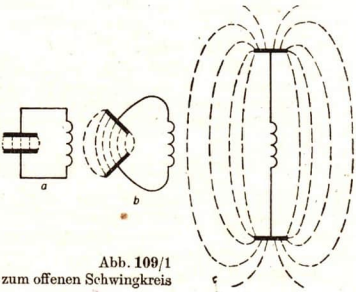

Abb. 109/1
1. Der geschlossene und der offene Schwingkreis. Die Erregung eines Resonanzkreises hat gezeigt, daß es möglich ist, *ohne Drahtverbindung* elektromagnetische Schwingungen, und damit elektrische und magnetische Energie, zu übertragen. Die Reichweite dieser Übertragung ist aber relativ gering. Der Grund liegt darin, daß bei den bisher besprochenen Schwingkreisen das elektrische Feld im wesentlichen auf den engen Raum zwischen den Kondensatorplatten zusammengedrängt ist (Abb. 109/1a). Man nennt diese Form einen *geschlossenen Schwingkreis*. Mit Hilfe eines geschlossenen Schwingkreises ist es jedoch nur möglich, die elektromagnetischen Schwingungen auf andere gekoppelte Resonanzkreise zu übertragen. Man suchte daher nach Wegen, bei der Übertragung elektromagnetischer Schwingungen *größere Reichweiten zu erreichen*. Denkt man sich die Kondensatorplatten auseinandergezogen, bis der Schwingkreis ein gerader Leiter geworden ist, so bleibt auch diese Anordnung noch schwingungsfähig (Abb. 109/1b und c). Man bezeichnet diesen Schwingkreis als *offenen Schwingkreis*.